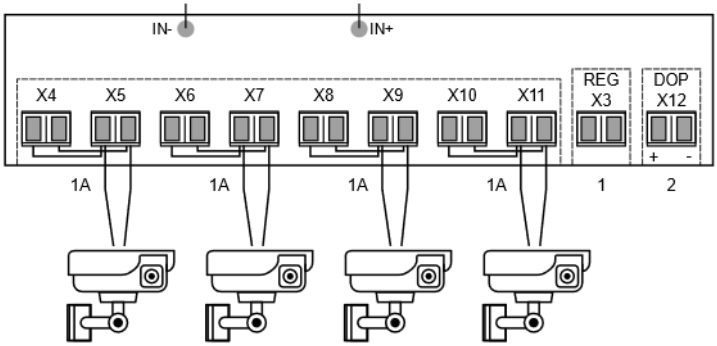

Рисунок 1 – подключение выходов для видеокамер до 1 А
- возможность объединения двух выходов для защиты нагрузки до 1 А (см. рисунок 1).